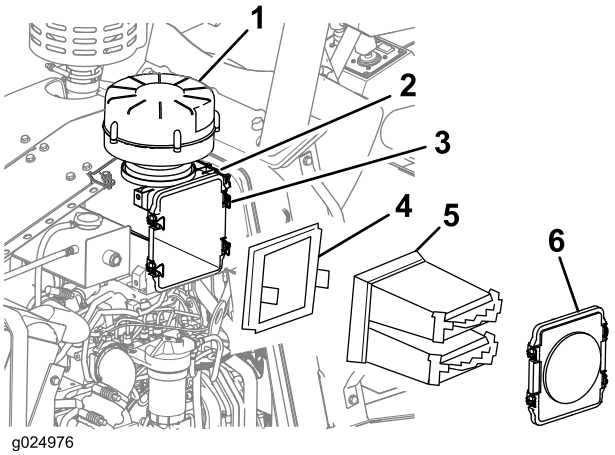

Rysunek 69
2. Odepnij 4 zatrzaski mocujące pokrywę filtra powietrza i zdejmij pokrywę (Rysunek 69).
3. Wyjmij główny i dodatkowy wkład filtra powietrza z obudowy filtra powietrza (Rysunek 69).
4. Wyczyść wnętrze obudowy filtra mokrą szmatką (Rysunek 69).
10. Zamocuj pokrywę filtra powietrza do obudowy filtra powietrza za pomocą 4 zatrzasków na obudowie (Rysunek 69).